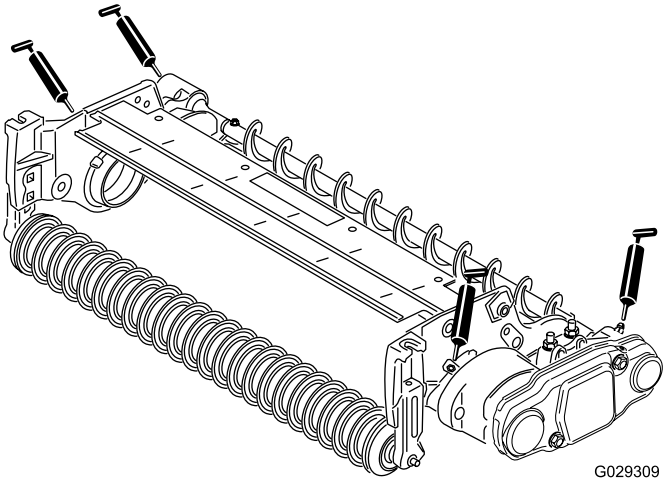

**Figura 19**
26. Lubrificate i raccordi d'ingrassaggio su ognuno degli alloggiamenti del cuscinetto della spazzola per rullo e sulla parte restante dell'apparato di taglio con grasso universale n. 2 a base di litio (Figura 19).